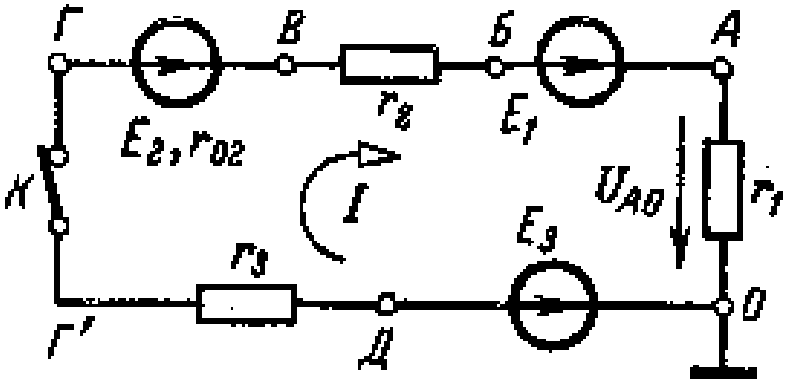
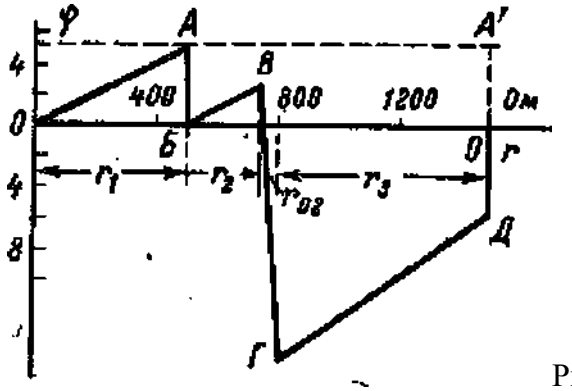

Рис. 5
Рис. 6
В электрической цепи (рис. 5) *E1* = 5 В, *E2* = 18 В, *E3* = 8 В, *r1* =500 Ом, *r*2 = 250 Ом, *r*3 = 700 Ом, *r*01 = 50 0м. Внутренними сопротивлениями первого и третьего источников пренебрегаем. Вычислить потенциалы всех точек, обозначенных на схеме, напряжение между точками А и Д и построить потенциальную диаграмму.
Напряжение между двумя точками электрической цепи определяется как разность потенциалов двух точек. Это же положение используется при определении потенциалов точек электрической цепи. Так, например, между точками *А и О* (рис. 5), где действует некоторое напряжение U_{AO}, разность потенциалов (этих точек)
Выбором для одной (любой) точки цепи значения равным нулю, примем для точки *О* (рис. 5) потенциал . При этом для точки *А* потенциал 0 O
Кроме того, следует для одной точки цепи принять потенциал, равный нулю. Это уже выполнено: выражение для записано при условии = 0. Точку с нулевым потенциалом (точка О, рис. 5) иногда присоединяют к заземляющему установку проводу или к корпусу прибора и в последнем случае (при присоединении к корпусу) обозначают, как показано на рис. 5. Д O
совпадает с направлением э. д. с. E', т. е. ток направлен по движению часовой стрелки (рис. 5).
Для точки О (рис. 5) выбран потенциал = 0. При этом условии, как было показано, потенциал точки*А*О
Потенциал точки *А* оказался положительным и . так как ток в сопротивлении направлен от точки большего потенциала к точке меньшего потенциала (ток *I* на рис. 5 направлен от А к О). Это правило используется и дальше для участков *БВ* и *ГД,* содержащих только со- противления. О А
Для определения потенциала другой точки цепи, например*Б,* воспользуемся уже вычисленным потенциалом В и известным напряжением на зажимах участка *АБ.* Так как источник с э. д. с. *E1* не имеет внутреннего сопротивления, то потенциал его зажима (точка*Б*на рис. 5) всегда (при любом токе) меньше потенциала зажима «+» (точки *А* на рис. 5) на величину э. д. с. или равного ему напряжения *UАБ* = 5 В. Поэтому 5 А
На участке *ВГ* изменение потенциала обусловлено двумя причинами: действием э. д. с. *E2*и падением напряжения на сопротивлении r02. Электродвижущая сила *E2* вызывает уменьшение потенциала точки *Г* (точка *Г* является зажимом «–» источника, а точка Д – зажимом «+»). Падение напряжения на внутреннем сопротивлении источника (*r02I*) вызывает увеличение потенциала точки *Г,* так как ток направлен от точки *Г* к точке *В.* Поэтому Для участка ГД . В целях проверки расчетов найдем потенциал точки О, используя известный потенциал = 8 В и учитывая, что (см. направление стрелки э. д. с. E3 на рис. 5): Если бы мы обходили цепь в обратном направлении, т. е. двигались по направлению тока в цепи, то на всех внешних и внутренних сопротивлениях потенциалы увеличивались бы на величину падения напряжения. 5. Построение потенциальной диаграммы. По полученным значениям потенциалов различных точек цепи построим потенциальную диаграмму (рис.6). По оси x или r откладываются величины сопротивлений всех участков (r1 r2 , r02 , r3). Они расположены одно за другим в той же последовательности, как и в рассмотренной цепи (рис. 6). Участок цепи АБ (рис. 6), со-противление которого равно нулю, изображается на оси r (рис.6) точкой. Так как ось r представляет собой как бы линейную развертку сопротивлений замкнутого контура, то в начале и в конце на оси r оказывается одна и та же точка О. В I r E В Г 15 01 ,050 18 5 ,202 2 В I r Г Д 8 01 ,0700 15 3 Д Д О 0 8 8 3 Е Д О
Это означает, что на участке ОА (рис. 5) потенциал возрастает от 0 до 5В, это изображено линией ОА на рис. 5.
На участке АБ, где сопротивление равно нулю, линия потенциала (рис.5) параллельна
оси φ. Участок БВ цепи аналогичен участку ОА, так как и тот и другой содержат только сопротивления. Если учитывать, что по их сопротивлениям (r1 и r2) проходит один и тот же ток I, то линии ОА и БВ (рис. 5) параллельны.
Это же напряжение можно определить графически, как показано на диаграмме (рис. 6, отрезок АД).
Это же напряжение можно определить графически, как показано на диаграмме (рис. 6, отрезок *АД).*
3. Изменится ли режим цепи, если замкнуть проводником точки *О* и *Б* (рис.5)? 17
Так как потенциалы точек О и Б равны, то между этими точками напряжение UОБ = 0 и в проводнике ОБ тока не будет. Следовательно, проводник ОБ не внесет никаких изменений в режим работы цепи. Полученный результат можно объяснить иначе. После включения проводника ОБ цепь (рис.5) становится двухконтурной. Токи внешних ветвей правого и левого контура равны (в этом читатель может легко убедиться самостоятельно) и одинаково направлены относительно узловых точек О и Б. При этом ток в ветви ОБ (рис.5) равен нулю (1-й закон Кирхгофа). 4. Как вычислить потенциалы при разомкнутом ключе? При разомкнутом ключе К, (рис.5) ток I = 0. При этом имеем два незамкнутых участка цепи: ОАБВГ и ОДГ'. Принимая , полу-чаем для первого участка: Вычислим потенциалы участка ОДГ (рис. 5): 0 О В I r E BI r B E E r I r B Г Б Б В АБ О А 23 0 18 5 55 0 0 0 02 2 2 1 1 1 1